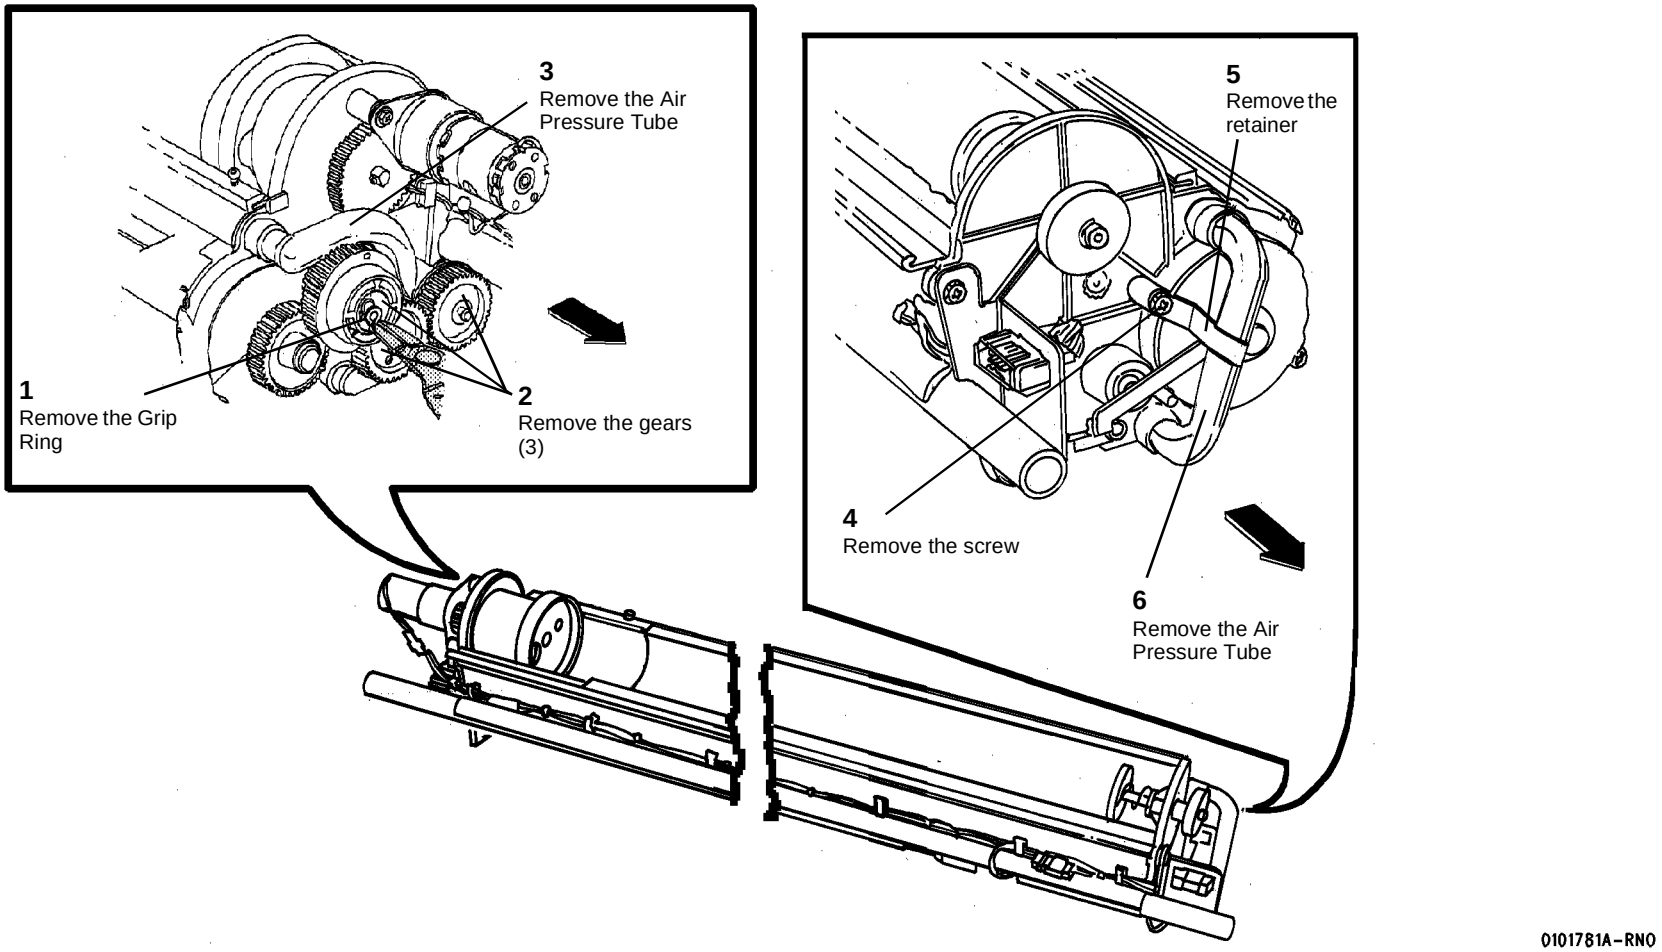

**Figure 3 Removing the Air Pressure Tubes**
5. (Figure 3): Remove the Air Pressure Tubes.